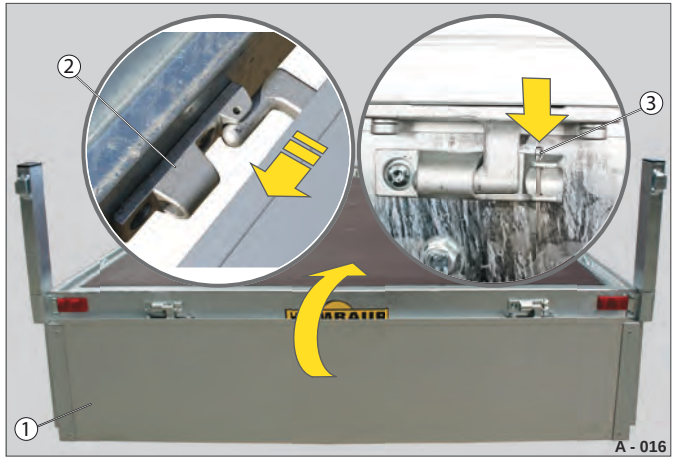

Fig. 16 Kantplader monteret / sikret
▶ Tag fat i kantpladen (Fig. 16 /1) omtrent på midten i længderetningen.
▶ Skub den vandret anbragte kantplade ind i hængslerne (Fig. 16 /2).
▶ Sæt sikringsstiften (Fig. 16 /3) ind i et af hængslerne.